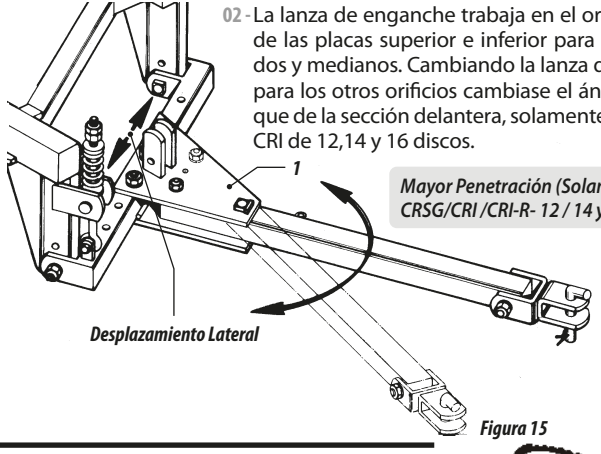

Figura 15
01 - El desplazamiento debe ser regulado cuando la rastra no estuvir ofreciendo un perfecto acabamiento, es decir, dejando huellas del tractor en el suelo. La rastra debe trabajar centralizada con la línea de tracción del tractor, para hacerlo, cambie de posición las placas superior e inferior item 1 figura 15 de la lanza de tiro para la derecha o izquierda conforme figura 15.